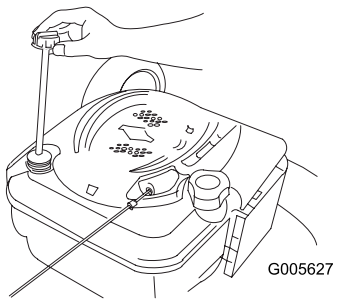

Figura 31
2. Retire a vareta do óleo (Figura 31).